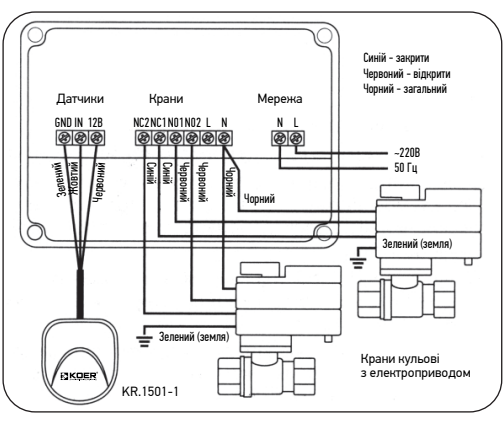

Рис. 2 Схема підключення кульових кранів з електроприводом до модуля керування KR.1501-2
До модуля керування KR.1501-2 підвести фазу і нуль згідно зі схемою підключення (Рис. 2).
2. Виконайте з'єднання проводів відповідно до схеми підключення, залежно від того, які крани з електроприводом ви використовуєте (рис. 2, 3 чи 4);